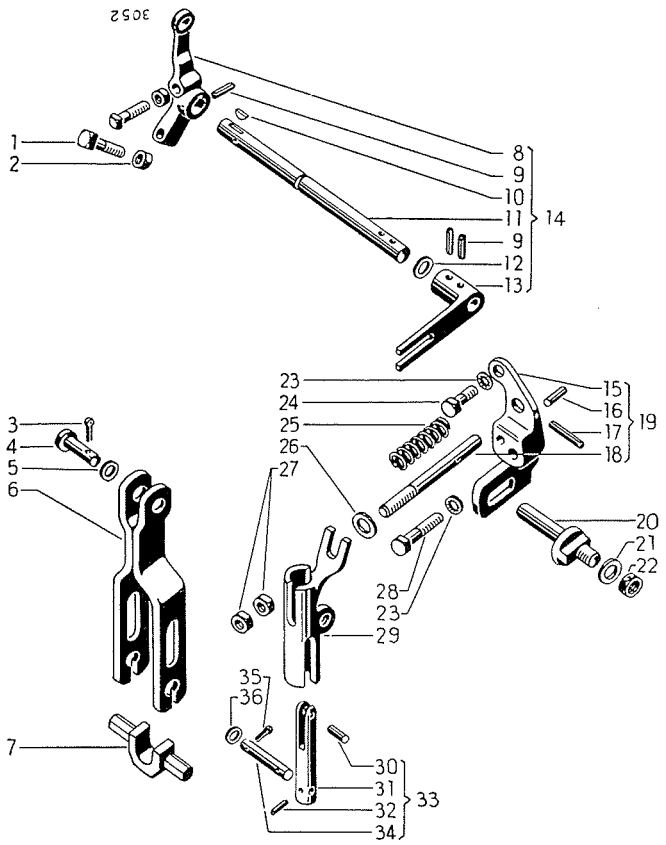
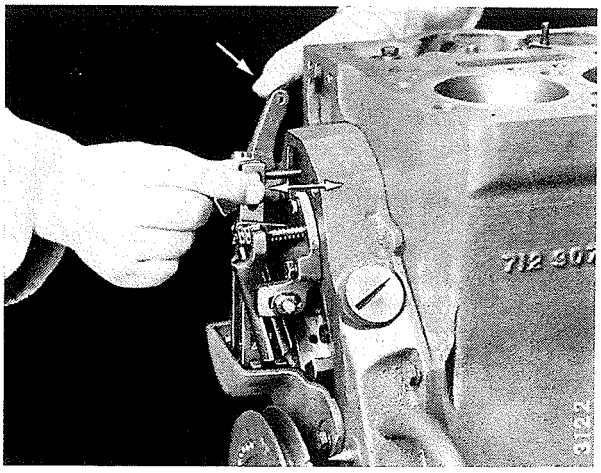

Bild 121
Bild 127
Stellschrauben (1), Bild 121, für Vollast- und Stoppstellungsanschlag am Reglerverstellhebel (8) zurückdrehen.
Mutter (22), Bild 121, des Verstellhülsenlagerstiftes (20) lösen. Reglerverstellhebel (8) in Stoppstellung drehen. Stellschraube für Stoppstellungsanschlag hineinschrauben, bis sich die Gabel der Verstellhülse (29) gerade von der Schleppfedereinstellmutter (27) abzuheben beginnt. In dieser Stellung darf an der Reglerverbindungsstange kein Spiel spürbar sein, Bild 127.